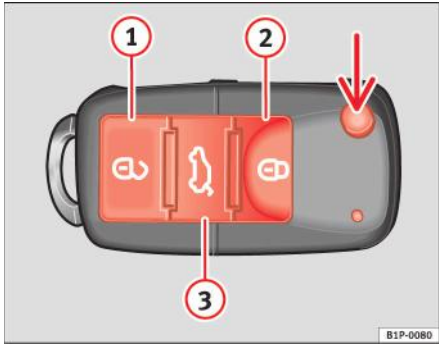

Fig. 62 Alocarea butoanelor cheii cu telecomandă
Dacă utilizați butonul ⇒ fig. 62 (săgeata) de pe telecomandă, se eliberează elementul mecanic al cheii.
Descuierea automobilului ⇒ fig. 62 (1).
Încuierea automobilului ⇒ fig. 62 (2).
Descuierea hayonului. Apăsați butonul ⇒ fig. 62 (3) până când toate lămpile de semnalizare a schimbării direcției de pe automobil clipesc scurt. După apăsarea butonului de descuiere (3), aveți la dispoziție 2 minute pentru deschiderea uşii. Odată expirat acest interval, uşa va fi din nou încuiată.
De asemenea, indicatorul de stare a bateriei de pe cheie ⇒ fig. 62 va clipi.
La apăsarea butonului ⇒ fig. 62 (1) o dată, uşa şoferului este descuiată, toate celelalte uşi rămânând încuiate.
Pentru descuierea tuturor uşilor, apăsaţi butonul ⇒ pagina 108, fig. 62 (1) de două ori.
– Apăsaţi butonul ⇒ pagina 108, fig. 62 de pe telecomandă.